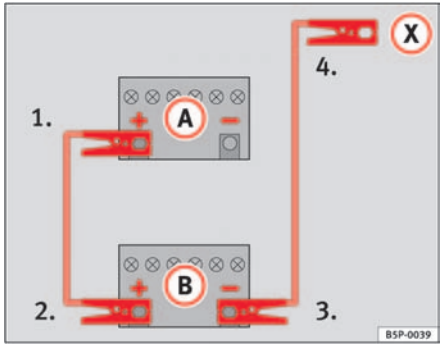

Fig. 194 How to connect the jump leads
In ⇒ fig. 194, the flat battery is **A** and the charged battery **B**.
1. Connect one end of the red jump lead to the positive ⇒ fig. 194 (+) terminal of the vehicle with the flat battery ⇒ ⚠.